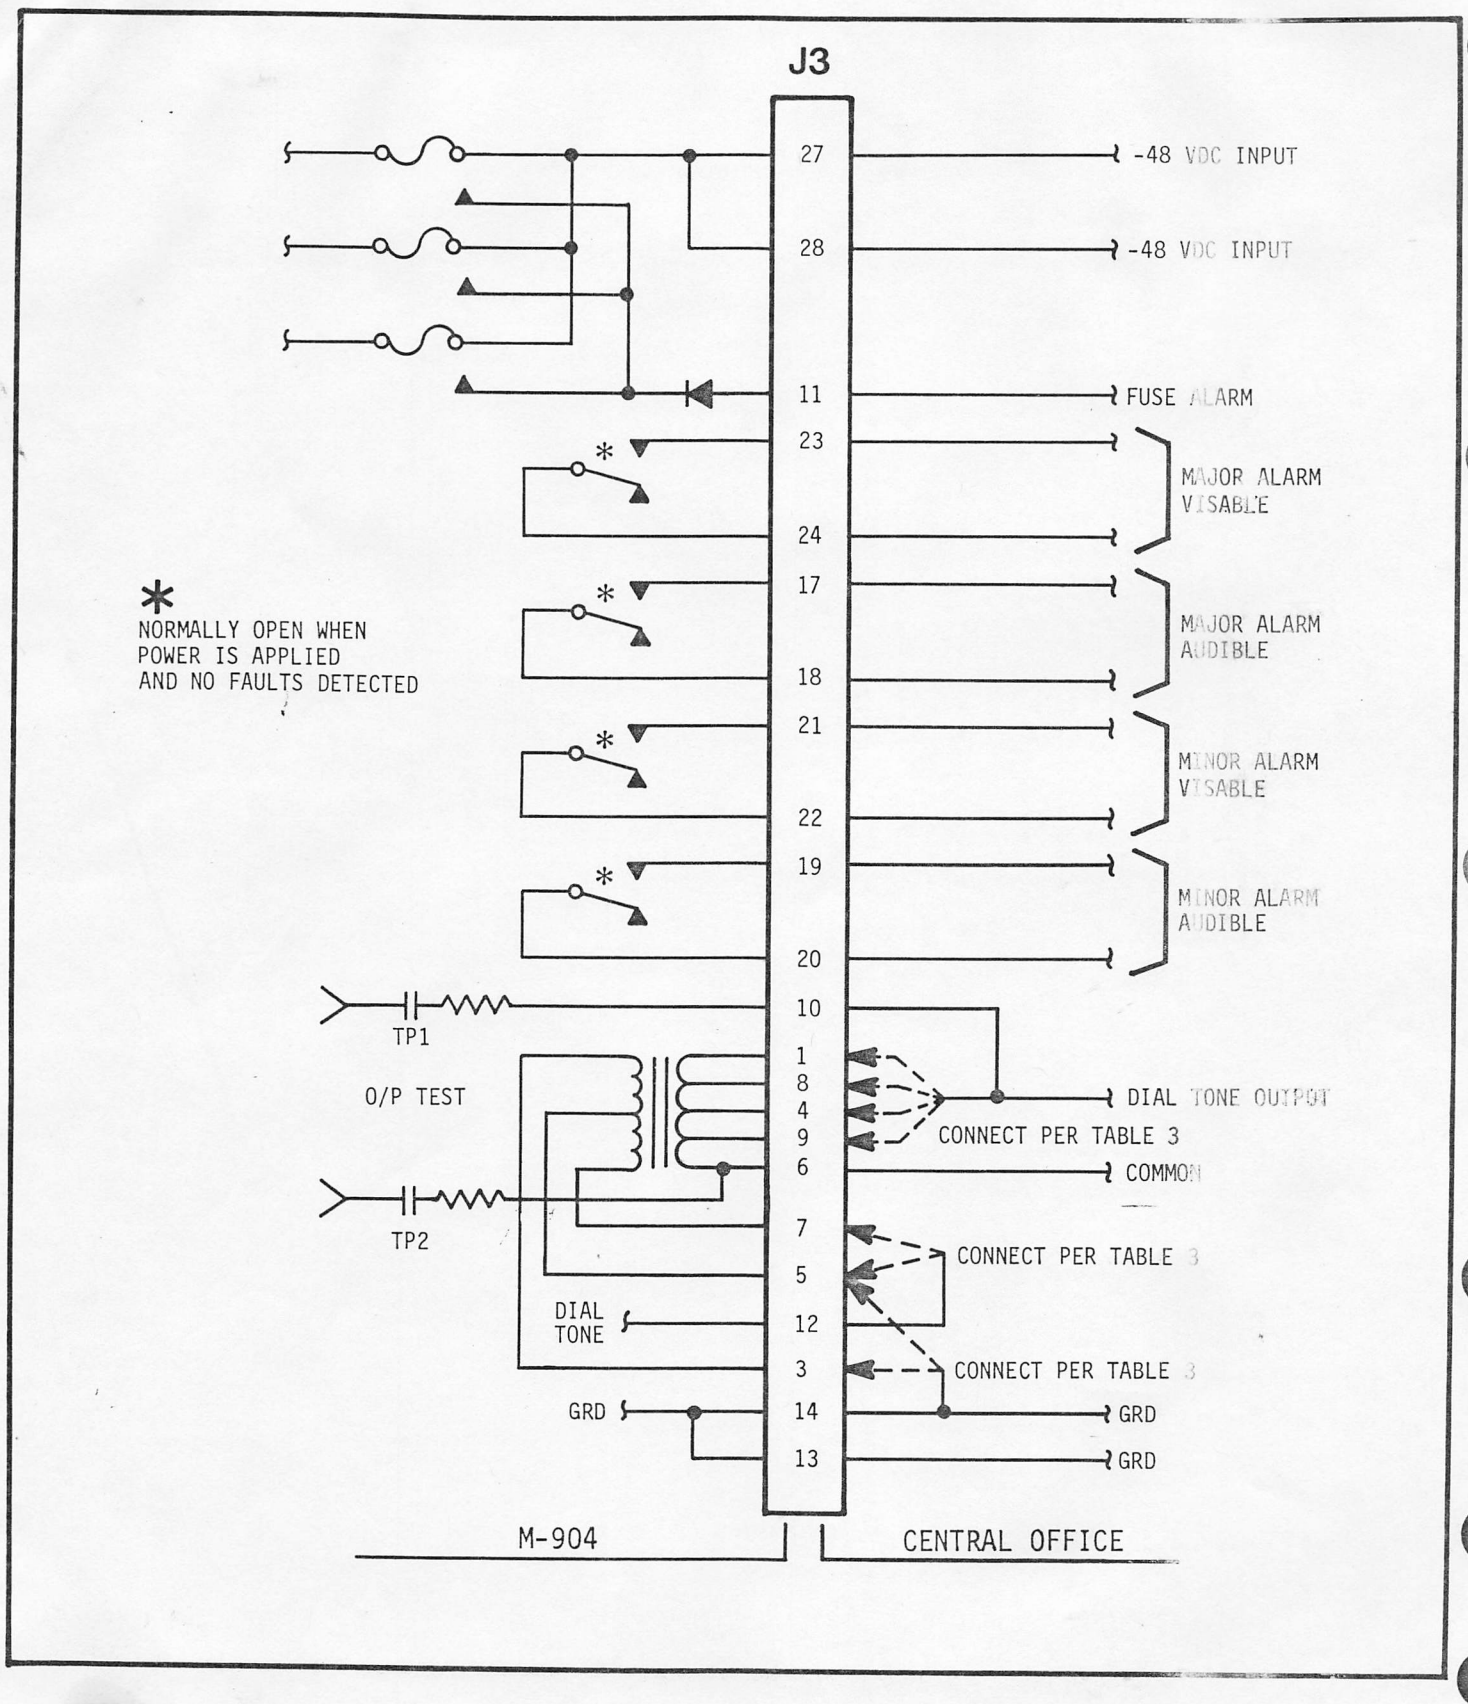

FIGURE 4 WIRE WRAP CONNECTIONS
2.02 The alarm control circuit is composed of two latching relays. The relays provide alarm outputs and also commands the tone control circuit. A relay in the tone control circuit controls which tone source, left or right, will be connected to the output terminals. The relay also has a contact pair providing a ground return path to the IN USE lamp on the Dial Tone Generator circuit card. The tone control circuit includes a multi-tap transformer. This allows the customer to select and adjust the output voltage from 0.5 to 23 VRMS for dual frequency or from 0.35 to 16 VRMS for single frequency. The level control (preamplifier) on the Dial Tone Generator provides the variable adjustment between the tap levels. Each circuit card is fused separately and the fuse alarm circuit is independant of the graded alarms. The -48 VDC input power is applied to the wire wrap pins as shown in figure 4. Two -48 VDC power sources are applied to the -15 VDC power supply regulators, located on each Dial Tone Generator circuit card. The -15 VDC supplies the circuits on its respective card. The relays on the Control/Alarm card are powered by a fused -48 VDC source. A minor alarm is initiated if one of the Dial Tone Generator cards fail or a -48 VDC fuse fails supplying a particular Dial Tone Generator circuit card. A major alarm is initiated if both Dial Tone Generator circuit cards fail or the -48 VDC fuse fails supplying the Control/Alarm circuit card. If the left Dial Tone Generator is removed, the "card on line" ground loop will be opened and signal the alarm control and tone control circuits to transfer the tone output from the left source to the right source automatically and initiate a minor alarm. The audible alarms (major and minor) may be disabled by a front slide switch on the Control/Alarm circuit card. This is accomplished by the ACO (alarm cut-off) switch. When the switch is ON, the ACO lamp will light, indicating that the audible major and minor alarms are disabled. The ACO switch does not disable the visual alarm outputs.
4.02 Install the housing in the desired location, using four screws, onto the relay rack. The M-904 requires at least two-inches of vertical space. Do not install the circuit cards at this time. Remove the back cover by using a ¼-inch flat blade screw driver, exposing the back wire wrap pins. The connector J3 (refer to figure 4) is located on the left as viewed from the back of M-904. The connector has a double row of wire wrap pins, while the other connectors J1 and J2 have single rows of wire wrap pins. J1 and J2 are prewired and no connections should be made to these connectors. All wiring should be on J3 as shown in figure 4. Number 20 gauge wire is recommended for all wiring. Wire the -48 volt and ground leads. Connect the alarm outputs to the office alarm station. Do not connect the M-904 dial tone output to the office or pins numbered 10, 1, 8, 4, 9, 6, 7, 5, 12, or 3 at this time.